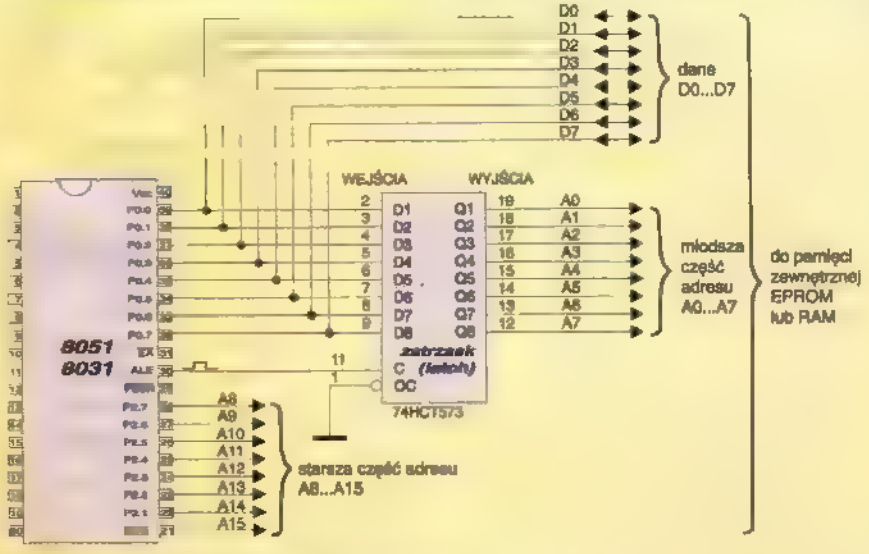

Rys. 10. Dołączanie zatrzasku do procesora.
Różnica między nimi polega jedynie na innym wyprowadzeniu końcówek, reszta działa tak samo. **Rysunek 10** pokazuje sposób dołączenia zatrzasku do procesora 8051. W momencie kiedy 8051 wystawi na port P0 młodszą część adresu (A7...A0), daje temu sygnał, zmieniając stan na końcówce ALE z niskiego na wysoki. W efekcie po nadejściu tym razem opadającego zbocza sygnału ALE, dana (adres) z portu P0 zostaje zapisana w zatrzasku 74373 (573) Teraz na ośmiu jego wyjściach adres będzie utrzymywany niezależnie od zmieniających się stanów w porcie P0 aż do nadejścia następnego sygnału z końcówki ALE. Skoro procesor posługując się dodatkowym układem "zapisał" na zewnątrz adres, może teraz śmiało wystawić na port P0 daną, która ma być zapisana w zewnętrznej pamięci danych. Oczywiście można też odczytać dane z pamięci.